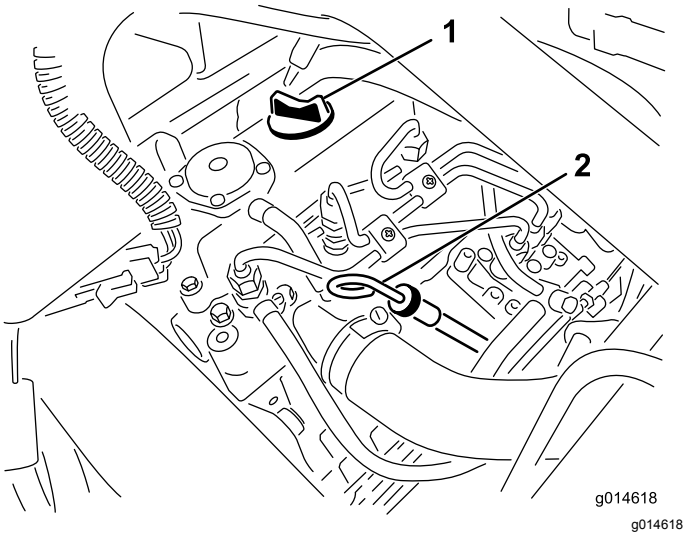

Rysunek 27
2. Wyjmij wskaźnik poziomu i wytrzyj go czystą szmatką (Rysunek 27).